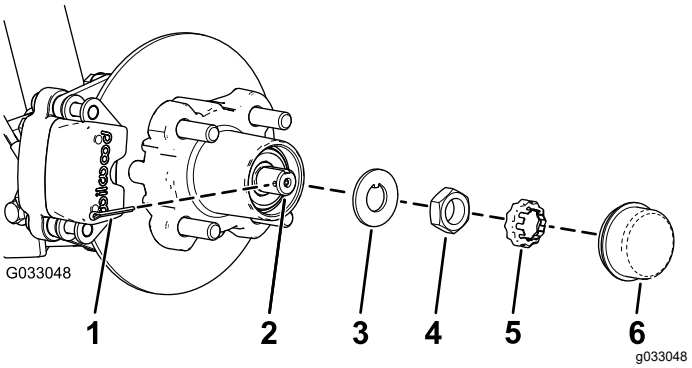
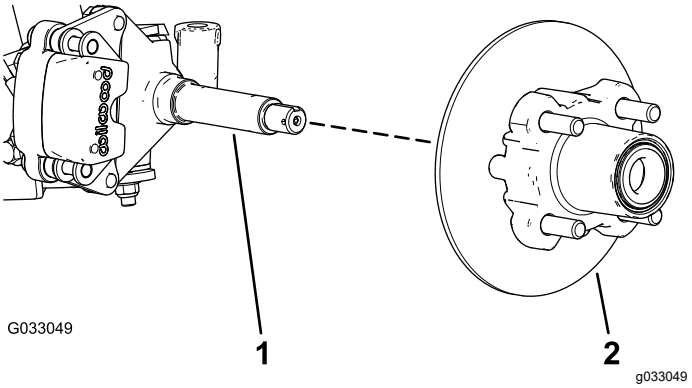

Figur 30
Figur 31
4. Ta av dammkåpan från navet (Figur 30).
5. Ta bort saxpinnen och mutterhållaren från spindeln och spindelmuttern (Figur 30).
6. Avlägsna spindelmuttern från spindeln och skilj sedan navet och rotorn från spindeln (Figur 30 och Figur 31).